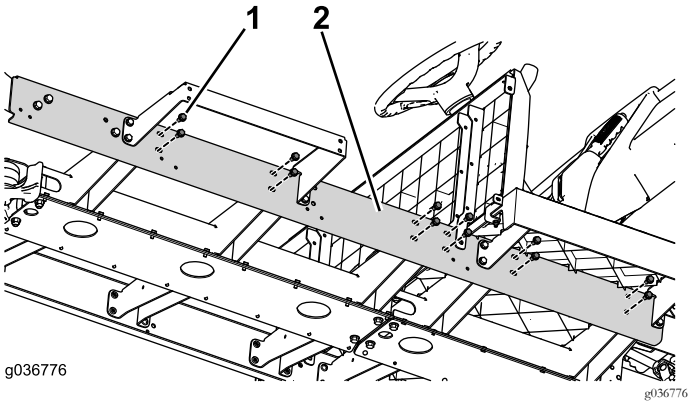

Figur 31
7. Montera de återstående kanaldelarna (Figur 31).